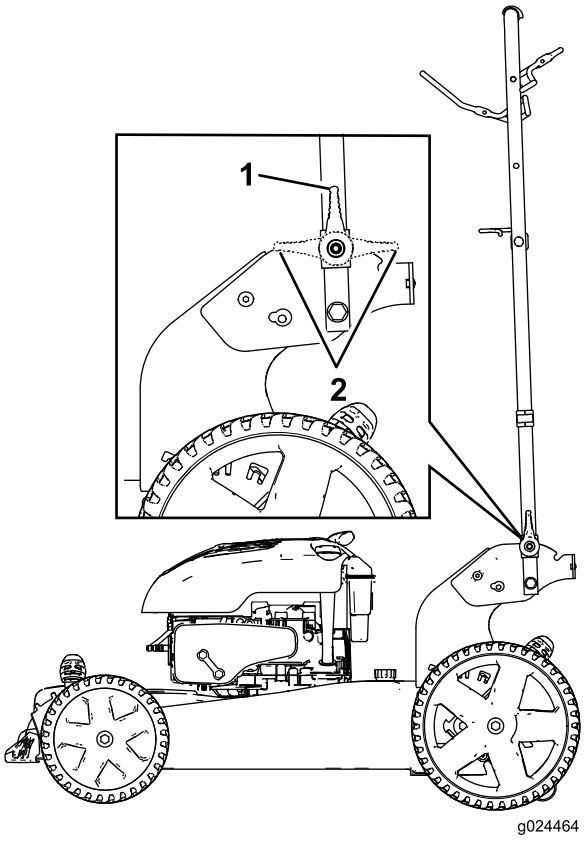

Rysunek 29
2. Złóż uchwyt do przodu, ustawiając w pozycji pionowej lub w pozycji całkowitego wychylenia do przodu (patrz rys. Rysunek 29).